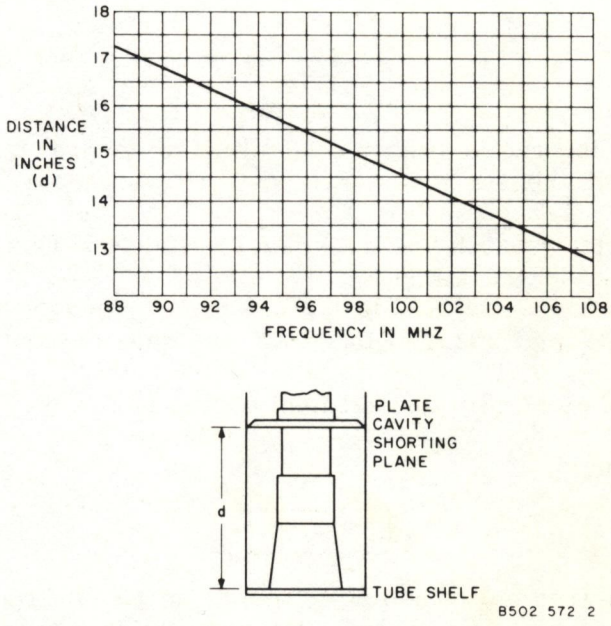

Figure 5-1. PA Plate Cavity Shorting Plane Approximate Adjustment.
c. Adjust the plate cavity shorting plane (figure 4-2) to the desired frequency in accordance with the graph in figure 5-1.